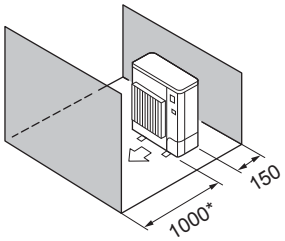

Fig. 2-6
⑤ Окружающие предметы - только спереди и сзади (Fig. 2-6)